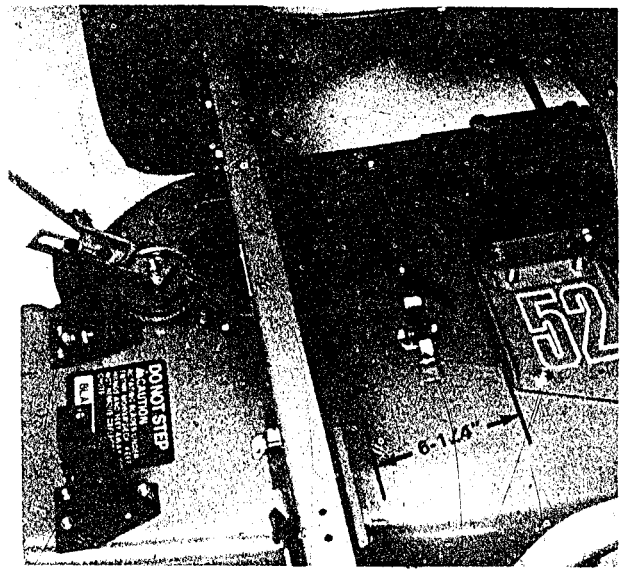

Figure 11
1. Measure 6-1/4" from bend in belt cover. Mark dimension and cut off excess material (Fig. 11).